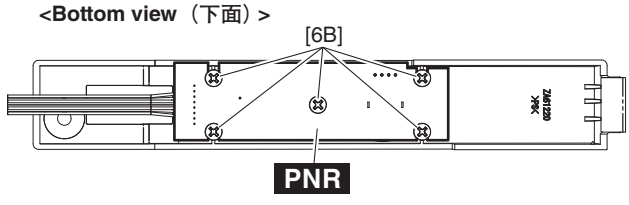

Fig. 8（図8）
12-6 Remove the knob GAIN from the key block assembly R. (Fig. 8)
12-7 Remove the five (5) screws marked [6B]. The PNR circuit board can then be removed. (Fig. 8)
12-6 拍子木 Ass'y (R) からノブ GAIN を外します。(図 8)
12-7 [6B] のネジ 5 本を外して、PNR シートを外します。(図 8)